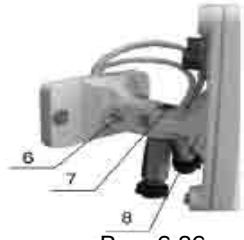

Рис. 6.36
- ослабьте на кронштейне винт 6, открутите винт 7 (рис. 6.36);